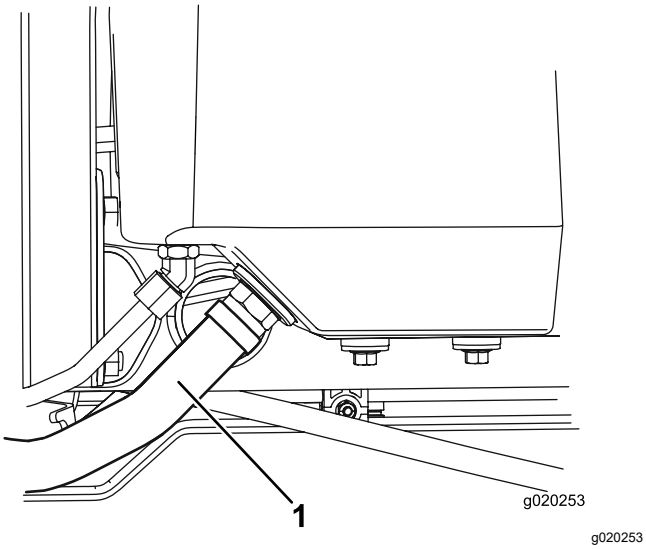

Figur 80
2. Koppla bort den stora hydraulslangen (Figur 80) från tanken och låt hydraulvätskan rinna ut i ett kärl.